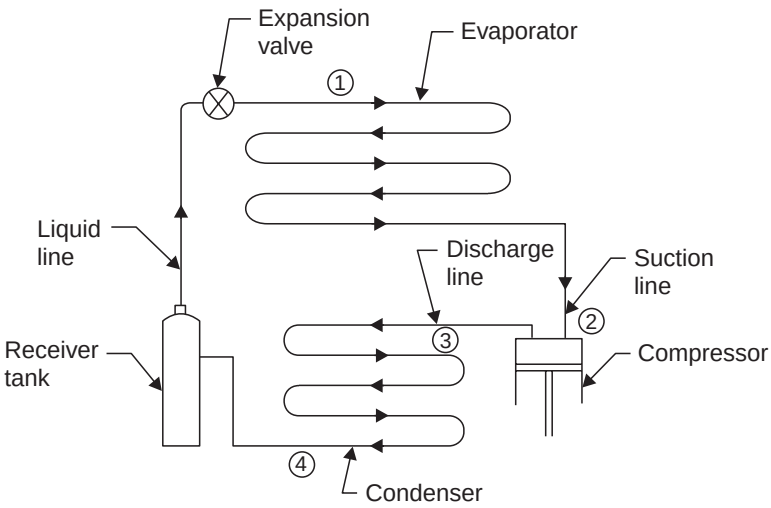
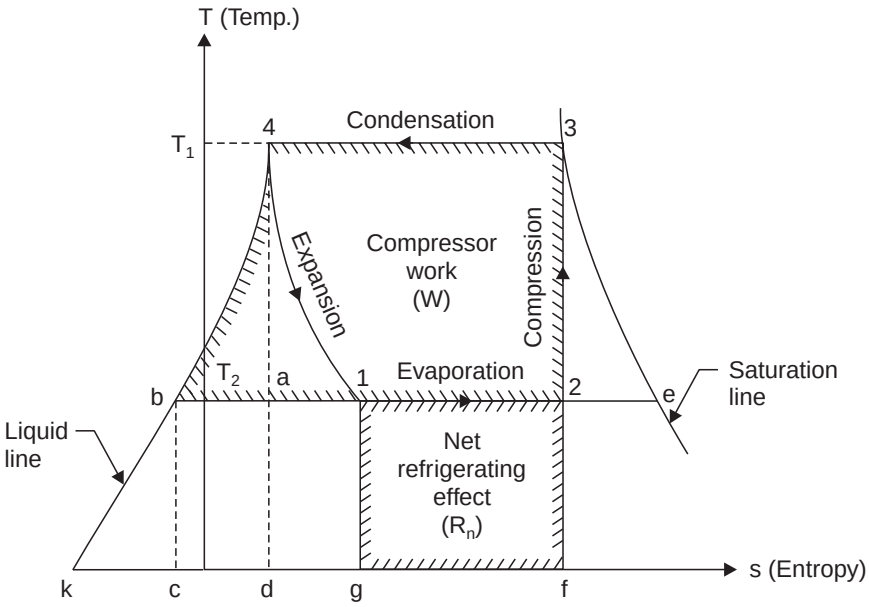
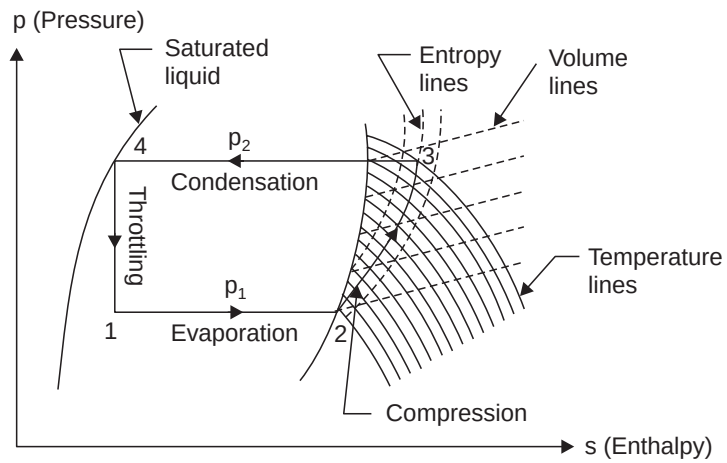

Fig. 14.9. Vapour compression system.
Fig. 14.10. *T-s* diagram.
Fig. 14.14. Simple vapour compression cycle on *p-h* chart.
The flow diagram of such a cycle is shown in Fig. 14.9.
Here follows the brief description of various parts of a simple vapour compression system shown in Fig. 14.9.
1. When the vapour is dry and saturated at the end of compression. Fig. 14.10 represents the vapour compression cycle, on *T-s* diagram the points 1, 2, 3 and 4 correspond to the state points 1, 2, 3 and 4 in Fig. 14.9.
Fig. 14.14 shows a simple vapour compression cycle on a *p-h* chart. The points 1, 2, 3 and 4 correspond to the points marked in Fig. 14.9.